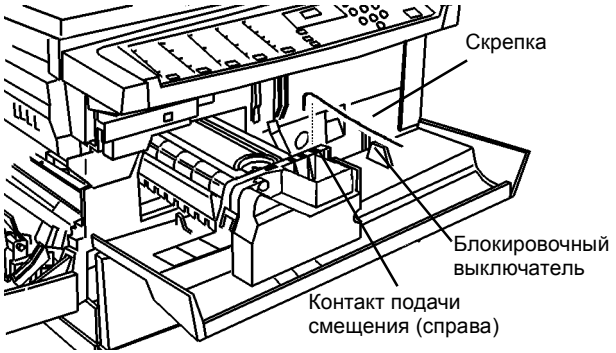

Рисунок 1 Контакт подачи смещения
- Вручную замкните блокировочный выключатель передней крышки (Рисунок 1) и, измеряя напряжение, запустите копирование.